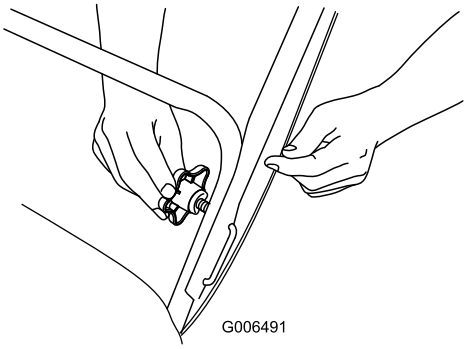

Figur 4
2. Sätt i änden av den U-formade handtagsspärren i det öppna hålet i handtaget och dra åt handtagsknopparna tills de sitter ordentligt (Figur 4).